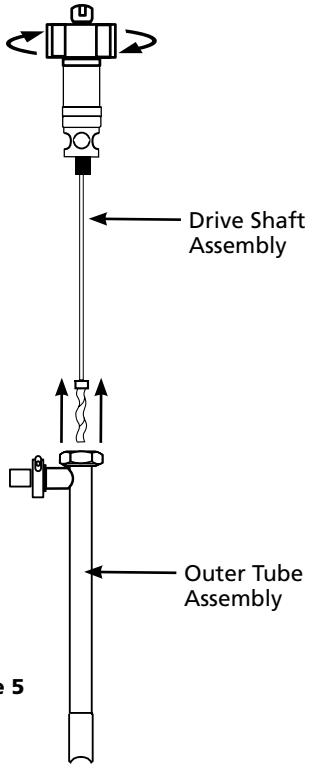

Figure 5
5. Once the Hex Nut is loosened, remove the outer tube from the drive shaft assembly (see Figure 5, page 15).
9. Once Bearing Housing, drive shaft, and rotor are securely threaded together, insert this assembly into the pump body (see Figure 5, page 15).